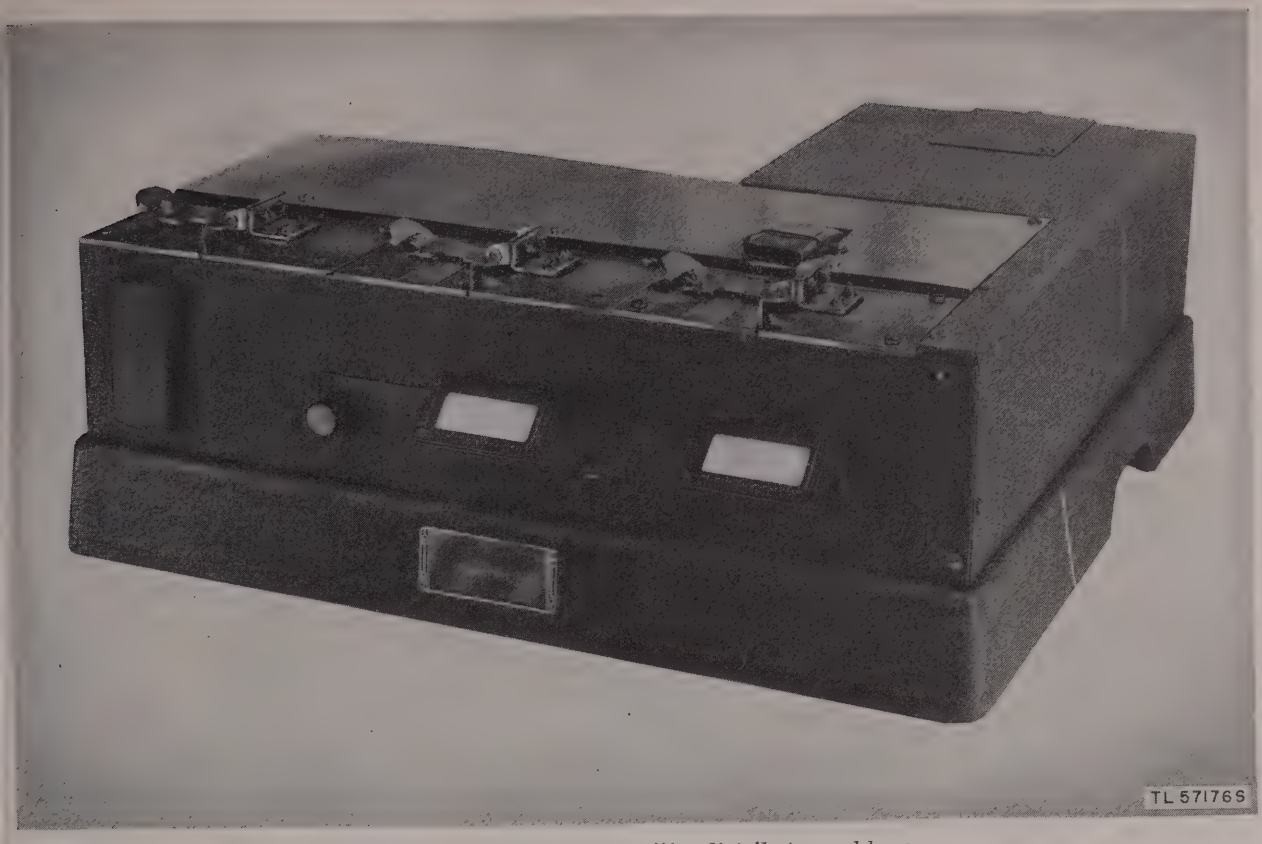
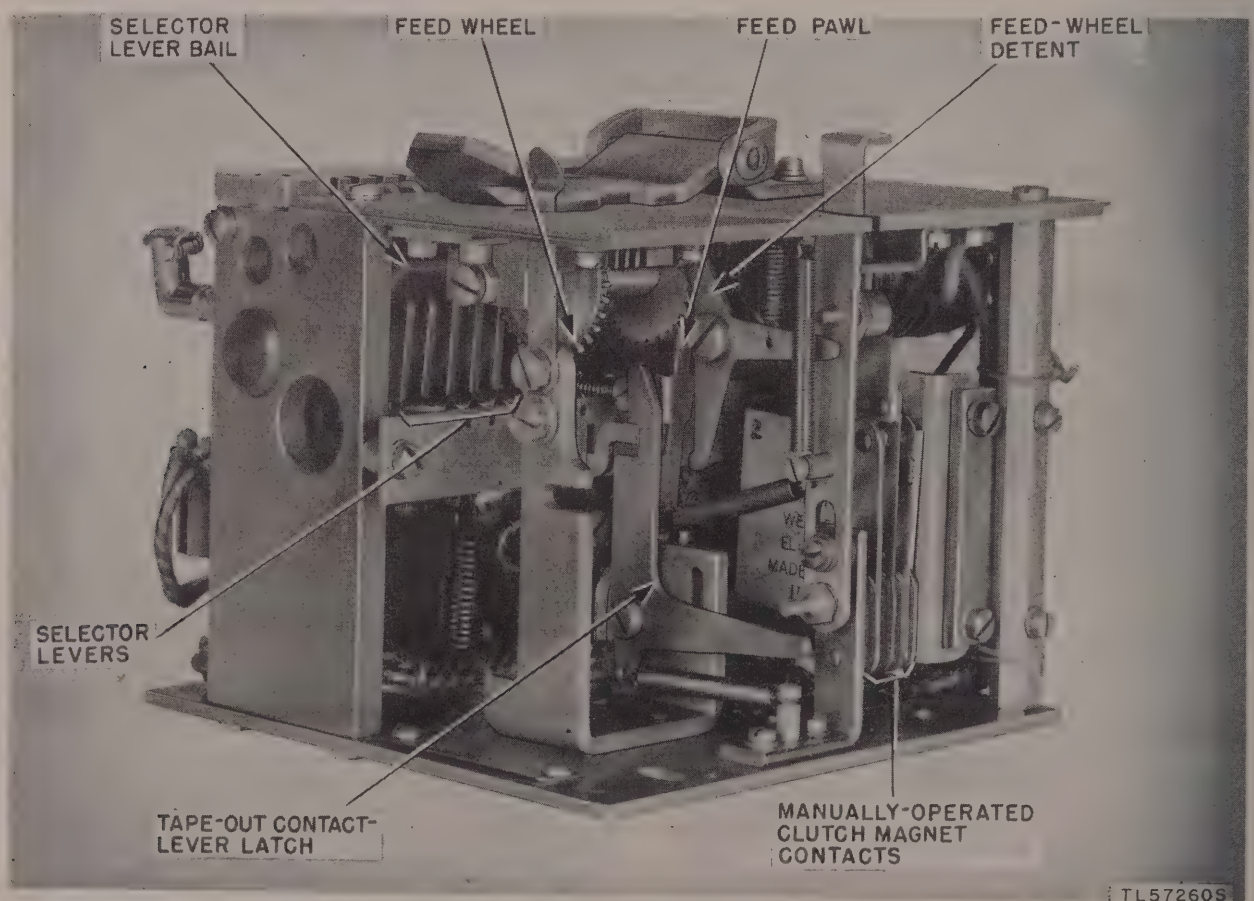
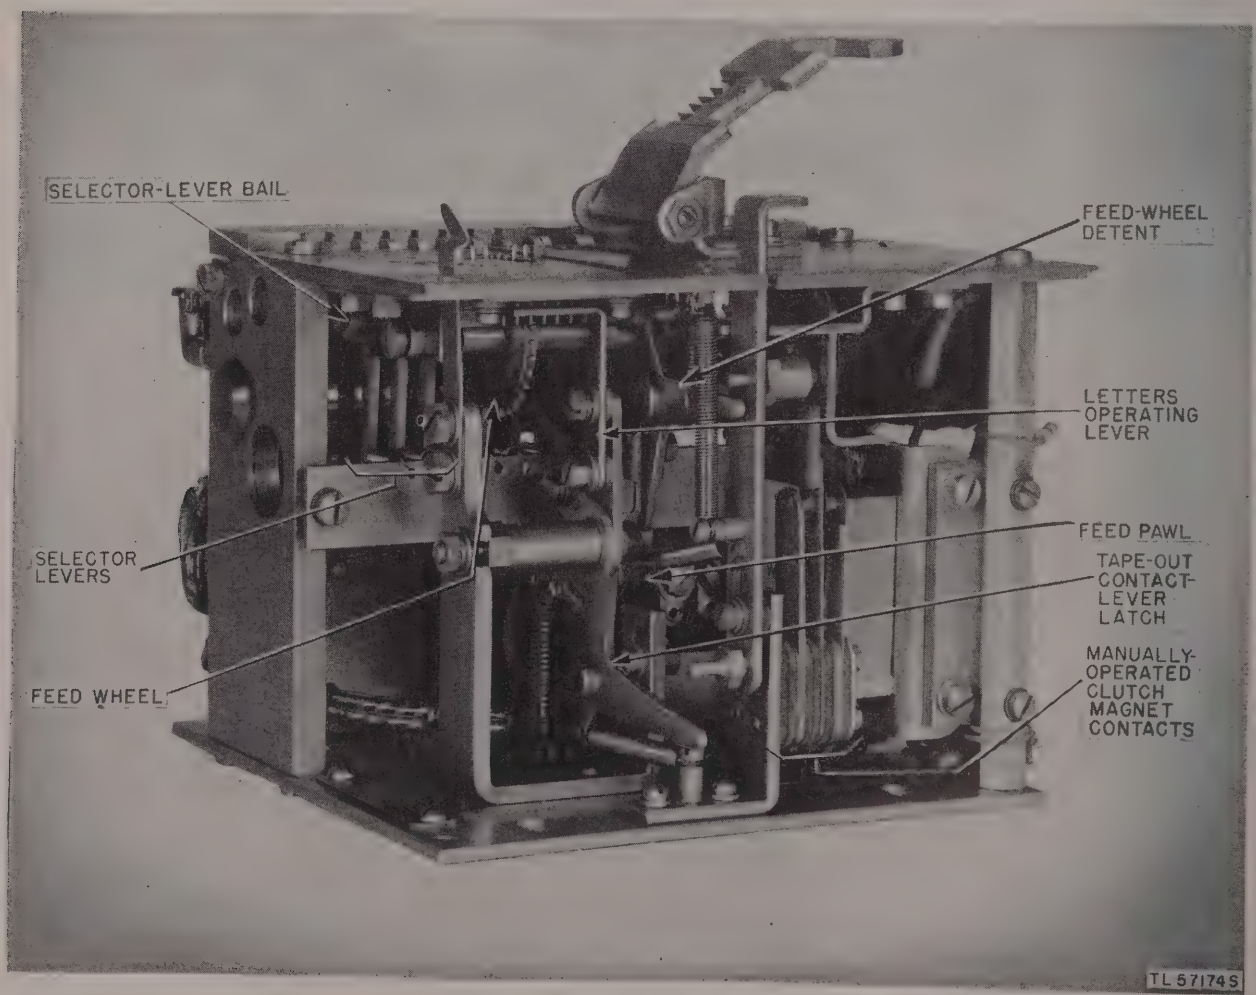
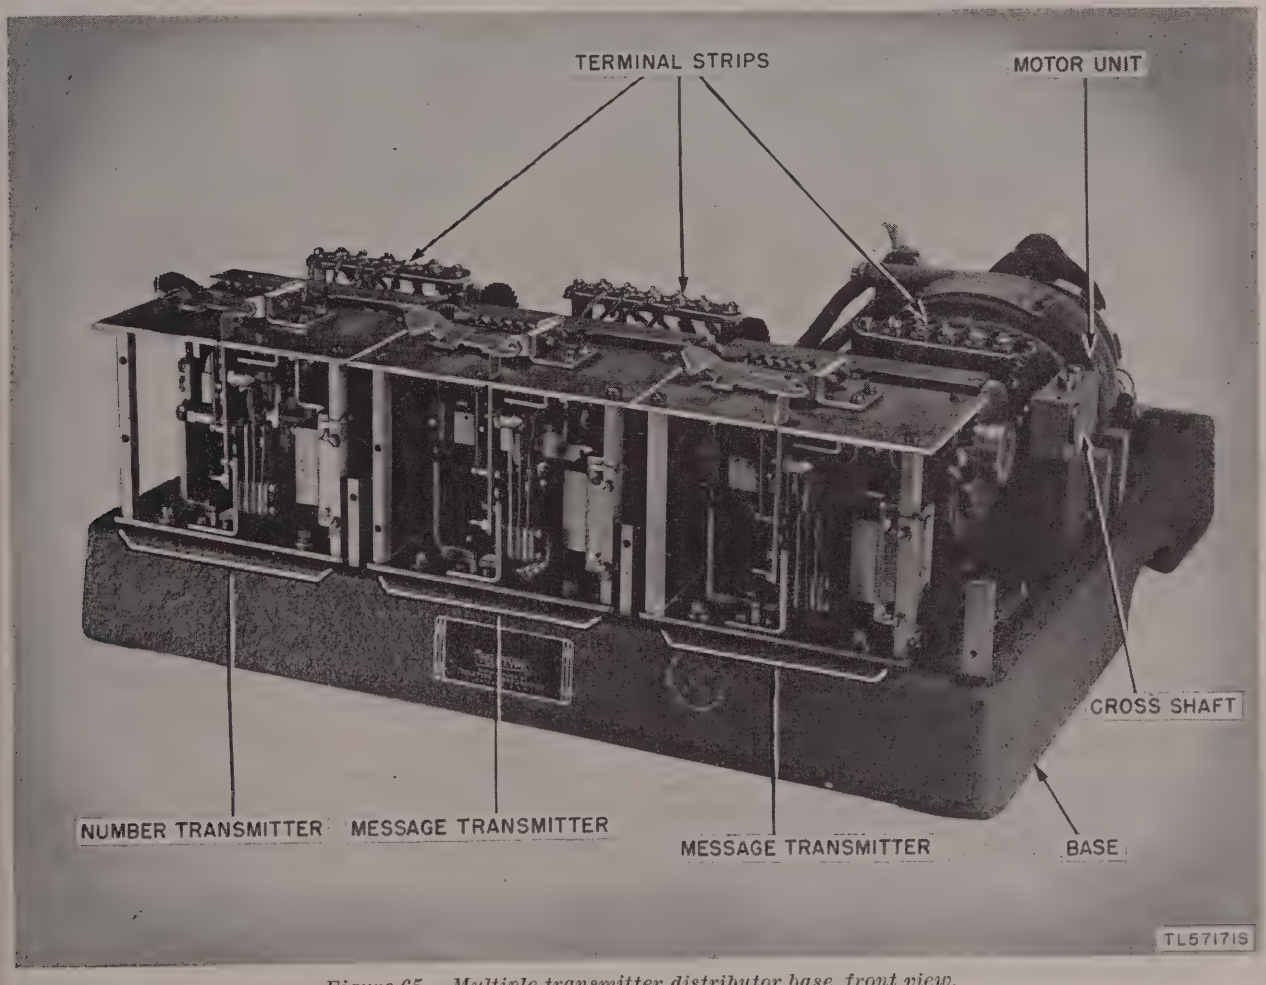

Figure 61. Multiple transmitter distributor and base.
Figure 62. Message transmitter unit.
Figure 64. Number transmitter unit.
Figure 65. Multiple transmitter distributor base, front view.
a. The multiple transmitter distributor (fig. 61) is a transmitting mechanism which, when used in combination with typing reperforators, provides combined sending and receiving facilities for tape message relaying. A complete multiple transmitter distributor set consists of three transmitter distributor units and a motor unit mounted on a base which is equipped with cross shaft, gears, and terminal strips (figs. 65 and 66). Two of these transmitter distributor units are message transmitters (fig. 62) and the third is a number transmitter (fig. 64). The function of the number transmitter is to insert automatically into the signal line successive numbers, from a number tape, which will identify each message. The number transmitter is like the message transmitter except that the number transmitter is equipped with a letter-sensing mechanism which makes the number transmitter responsive to the letters code combination in the number tape, causing stopping of the number transmitter and starting of the message transmitter through external electrical control circuits (par. 98).
The message transmitter unit (fig. 62) consists essentially of the following mechanisms: a 7.42-unit code transmitting-cam cylinder with associated transmitting contacts, tape-feed and tape-sensing mechanisms, a hinged tape lid, an automatic tape-out control feature, a manual-control mechanism, a magnet-operated clutch, a driven gear, and a transmitting contacts filter (figs. 62 and 63).
b. Selector-lever Bail. The transfer of the code combination in the perforated tape to the contact levers which control the transmitting contacts is accomplished by the selector-lever bail (fig. 62), its cam, selector-lever pins, and selector levers. The selector-lever bail extension roller (fig. 83) rises from the indent on its cam and causes the selector-lever bail to move away from the selector levers. The selector-lever springs pull the selector levers up toward the tape. The selector-lever pins which encounter perforated holes in their path advance through the perforations, but the pins which do not encounter perforations as they come in contact with the tape are blocked by the tape and are prevented from advancing further.
e. Selector-Lever Bail Extension. After the fifth impulse has been transmitted, the selector-lever bail extension (fig. 62) drops into the indent in its cam, causing the selector-lever bail to retract all the selector levers from their sensing positions. At this moment the feed-pawl arm roller drops into the indent in its cam and the feed pawl (fig. 62) engages the feed-wheel ratchet, stepping it forward, thereby advancing the tape one character space over the selector-lever pins. A feed-wheel detent (fig. 62) establishes the relative setting of the feed wheel.
operated contacts (MC, NC) and a set of manually operated contacts (MB, NB) (fig. 62). The opening of either set of contacts stops the message transmitter (par. 97).
(2) *Manual contacts* (figs. 62 and 63). The manually operated contacts are controlled
116. Functioning of Number Transmitter Unit (MXD9) (fig. 64)
a. The multiple transmitter distributor base has facilities for mounting a motor unit and three transmitter distributor units. The number transmitter is mounted on the left side, and the two message transmitters are mounted in the middle and on the right side (figs. 65 and 66). A series-governed motor is used for operation on 115-volt, 50- or 60-cycle a-c or 115-volt d-c. The motor is removable as a complete unit and is equipped with a governor filter (fig. 110).
b. The motor power is transmitted to individual transmitter distributor units through a cross shaft (fig. 65). Each transmitter distributor unit has an individual terminal strip to facilitate disconnecting the transmitter cable to remove the individual units. Underneath the base are the governor circuit elements, a terminal block for external power connections, and three sets of spark protectors for the automatic and manual contacts on the three transmitter units. A two-conductor power cord and an eight-conductor cable, which terminate in plugs, provide facilities for external connections.
c. A complement of covers provides dust protection. Although the various sections of the covers are removable, a hinged lid is provided in the motor cover which may be opened easily to provide a view of the speed target and access to the speed-adjusting members. A guard is provided on the cover in front of the number transmitter through which the number tape will pass and be protected from damage from external sources. A tape chute directs the used tape from the message transmitter on the right. The front of the base is equipped with a cardholder (see fig. 61).